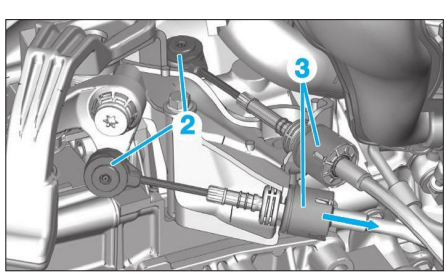

**Fig. 3**
• A l'aide de l'outil [1], désaccoupler les deux rotules (2) **(Fig.3)**.
• Pousser vers le bas pour déverrouiller les attaches de maintien des câbles (3).